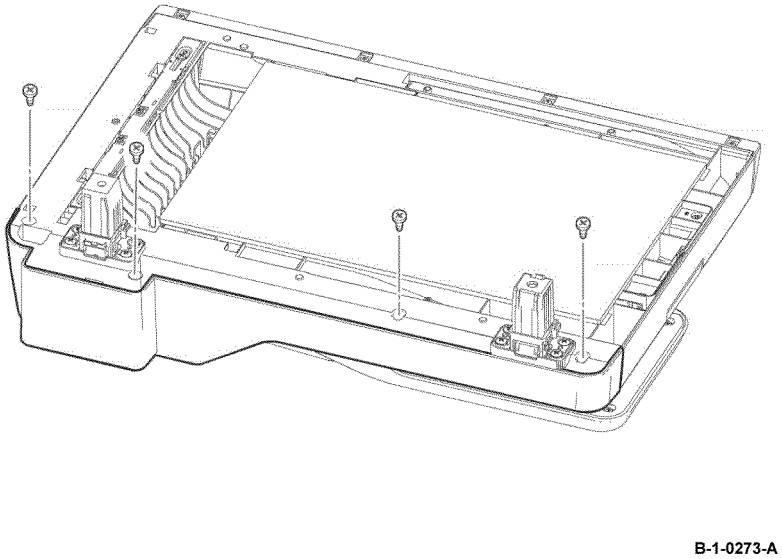

Figure 1 DADF rear-cover screw removal
2. Remove four screws (silver, tapping, 8mm), from the DADF assembly, Figure 1.